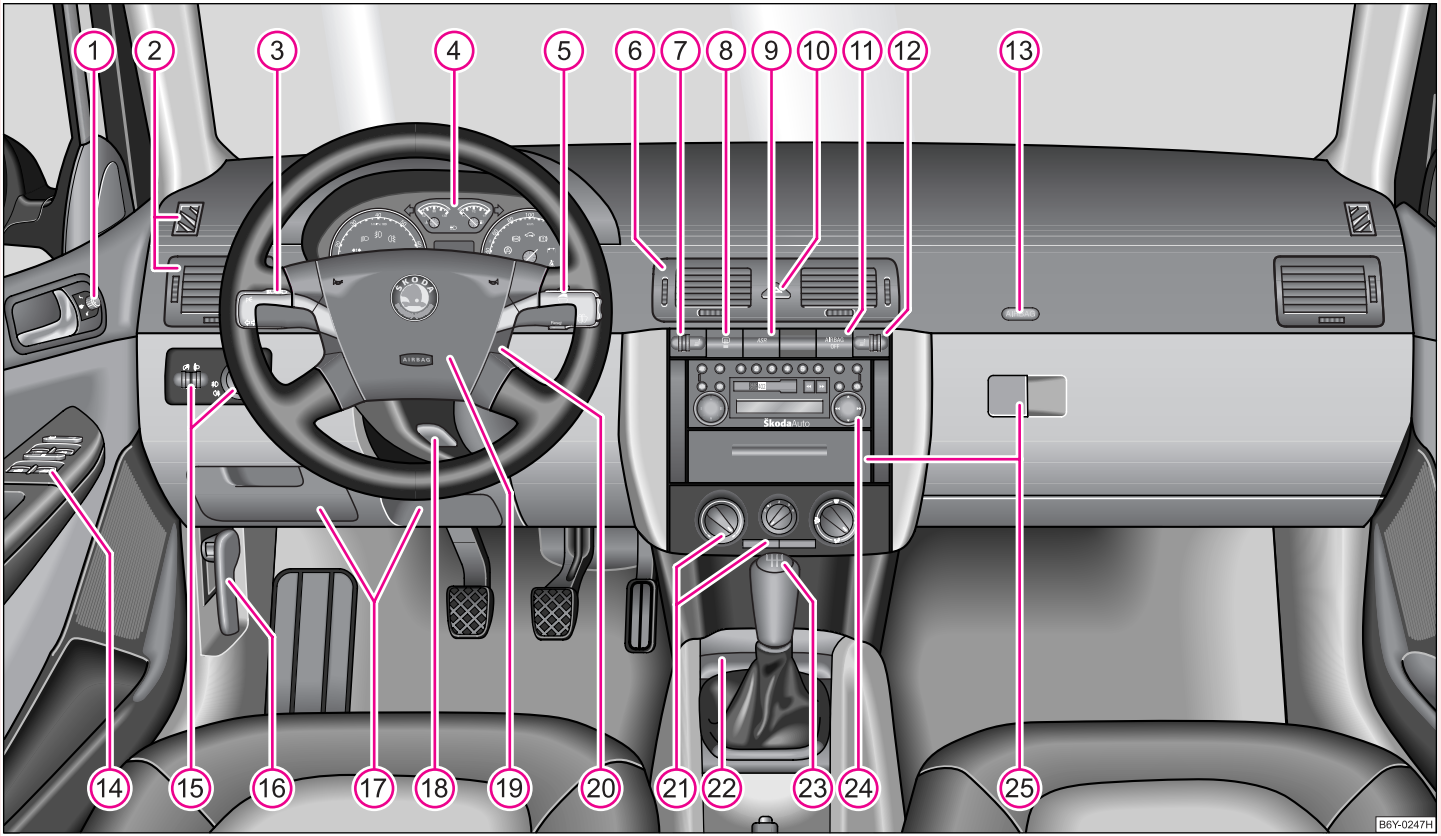

Fig. 1 Unele echipamente prezentate în imagine aparțin numai anumitor modele de autovehicule sau sunt echipamente suplimentare.
- La autovehiculele cu volanul pe dreapta ordinea aranjării elementelor de comandă diferă parțial față de ordinea prezentată în ⇒ pagina 10, fig. 1. Simbolurile sunt totuşi aceleaşi. ■